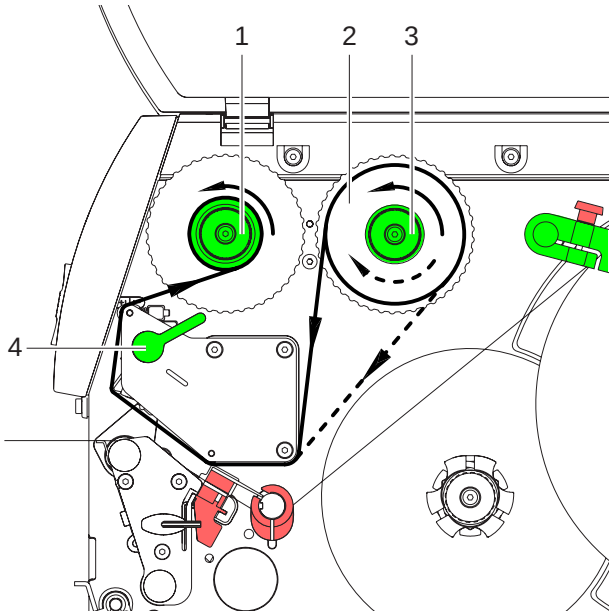

Bild 10: Hur transferfolien dras
1. Vrid spaken (4, bild 10) moturs för att lyfta upp skrivarhuvudet.
1. Vrid spaken (4, bild. 10) moturs för att lyfta upp skrivarhuvudet.